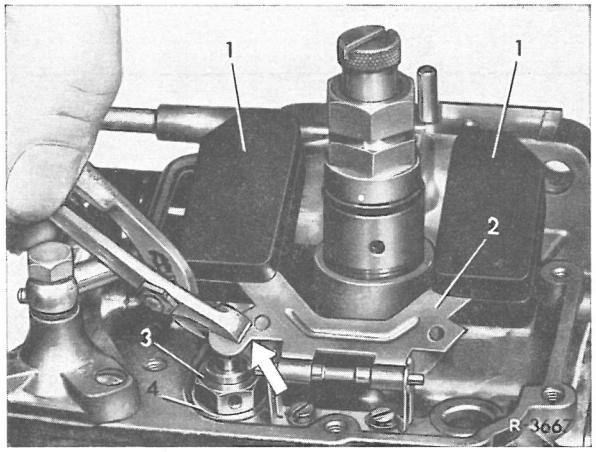

Fig. 00-1o/3
6 Gummiringen (1) kontrolleres for evt. beskadigelser og udskiftes om nødvendigt. Svømmerkammerdækslet monteres med ny pakning (5). Cylinderskruerne spændes til krydsvis (fig.00-1o/1)